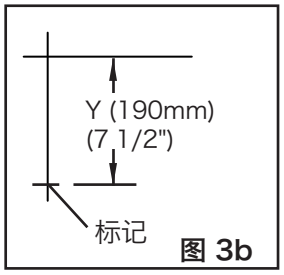
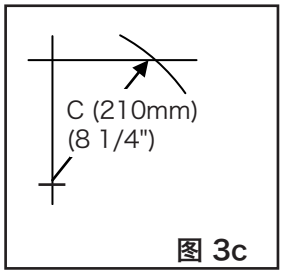
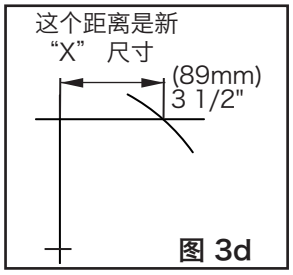

图 3b
图 3c
图 3d
3. **确定最终尺寸。**在一个垂直平面上，使用水平仪绘制一条水平线和一条垂线形成一个直角（图 3a）。从交叉点向下测量确定的 “Y” 尺寸并标记（图 3b）。从修改的 “Y” 标记开始测量,旋转卷尺与 “X” 线交叉，在交叉处标记 “C” 尺寸（图 3c）。从交点测量到 “C” 交点的距离，这就是新 “X” 尺寸（图 3d）。